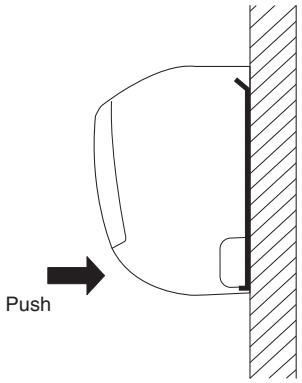

Fig. 3-22
(1) To install the indoor unit, mount the indoor unit onto the 3 tabs on the upper part of the rear plate.
(2) Hold down the air discharge outlet and press the lower part of the indoor unit until it clicks to securely fasten to the 2 tabs on the lower part of the rear plate. (Fig. 3-22)